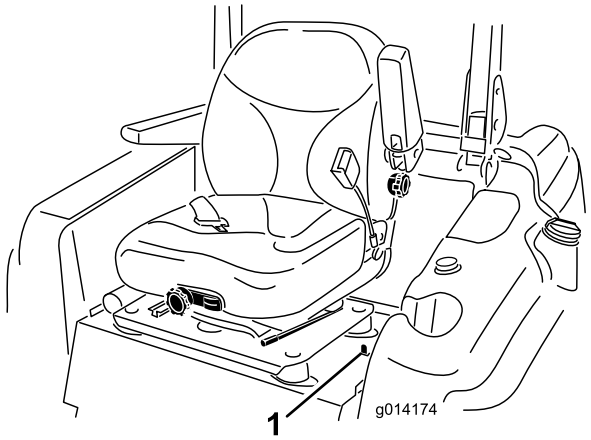

図 1
4. 運転席の左側にあるシートラッチを後ろに動かして運転席のロックを解除し、前へ引っ張って運転席上面でシートラッチを支持シートプレートに掛ける（図 1）。